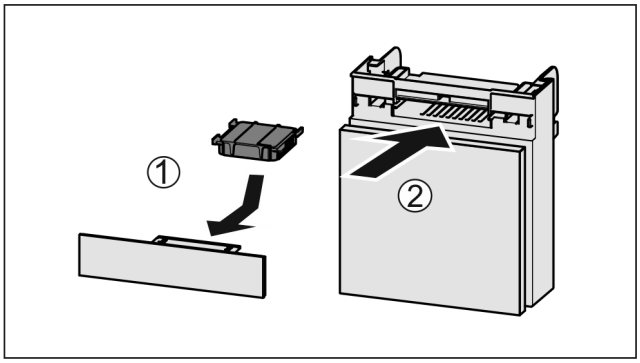

Fig. 143
▶ Helyezze be *Fig. 143 (1)* az aktívszén-szűrőt az ábrán látható módon.
▶ Tolja be *Fig. 143 (2)* a rekeszt.